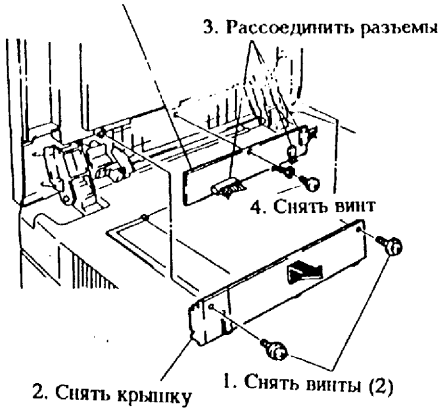

Рис. 1. Снятие узла PWB управления планшетом редактирования
3. (Рис. 1): Снять PWB управления планшетом редактирования.